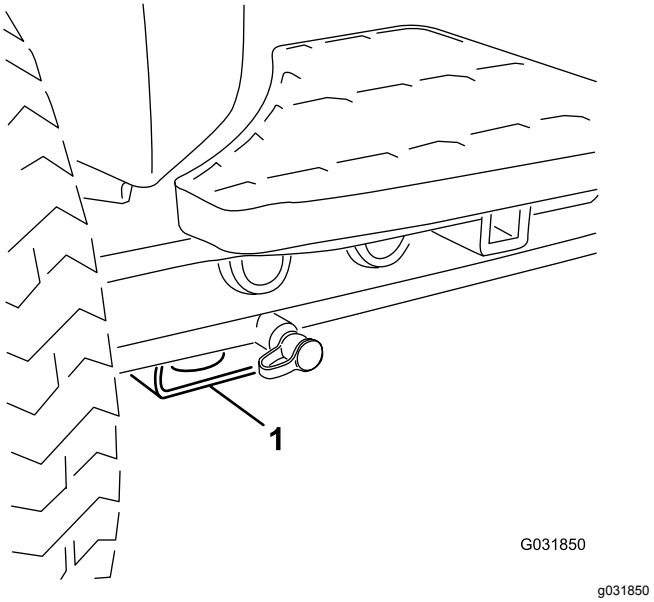

Figuur 74
- Voor – rechthoekig blok, onder de asbuis, aan de binnenzijde van beide voorwielen (Figuur 74).